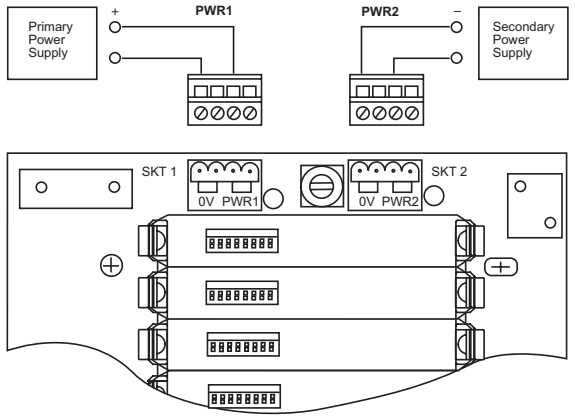

Figure 4.11: Power supply connections
a) Connect each of the two 21V to 35V dc power supply connectors to the independent supply sources according to the terminal assignments shown in Figure 4.11. The maximum permissible wire size is 2.5mm^2 (14 AWG).